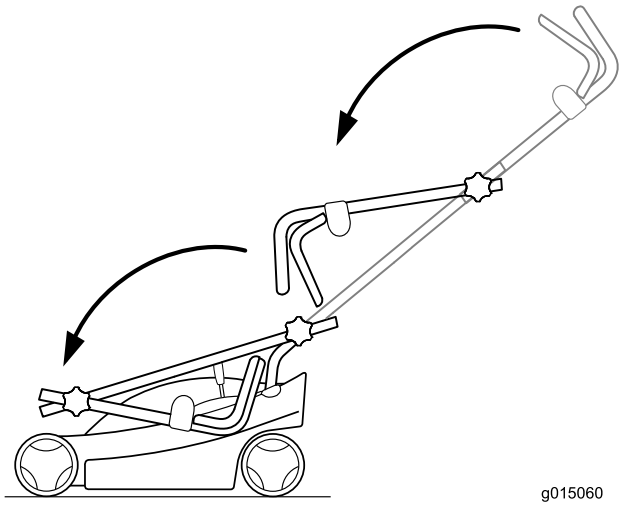
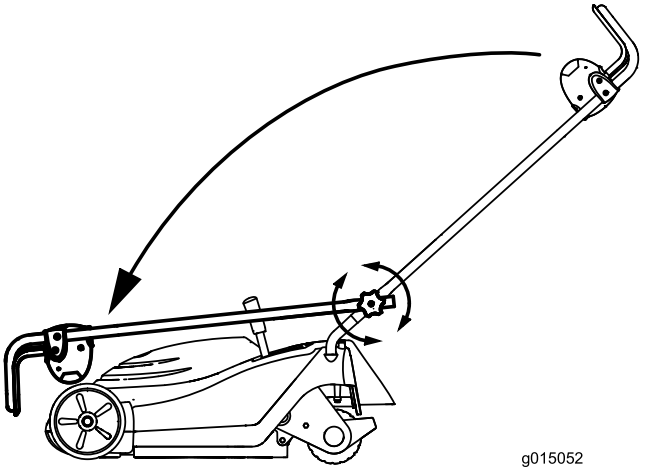

**Bild 19**
**Bild 20**
3. Klappen Sie den Bügel zusammen, wie in Bild 19 und Bild 20 dargestellt (abhängig vom Modell).